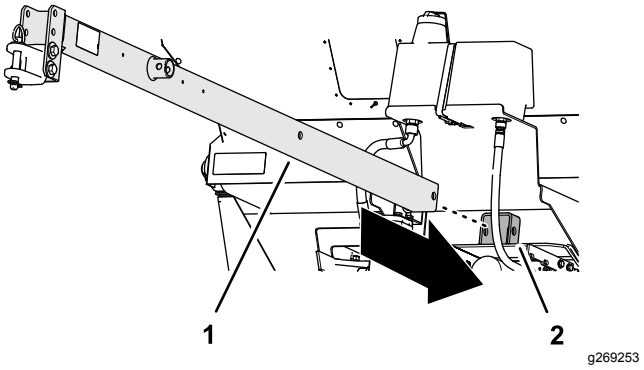

Figur 3
1. Sæt trækstangen igennem det forreste modtagerrør, maskinens stel og det bageste modtagerrør (Figur 3).